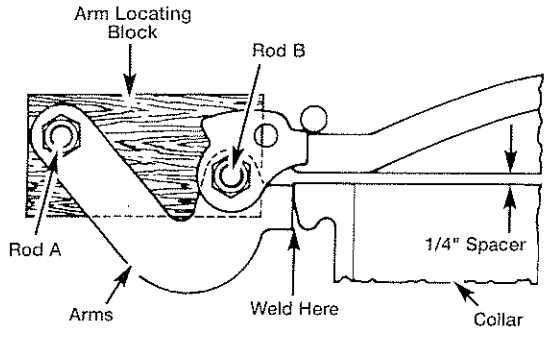

Figure 4: Hinge Arms and Locating Block Assembled to Manway Collar
1. Place cover on vessel manway collar with 1/4 inch thick wood spacers or CR-Series gasket (see Figure 4.).
9. Make sure both hinge arms are parallel and positioned as shown in Figures 4 and 5. Use a hammer to move arms, if necessary.